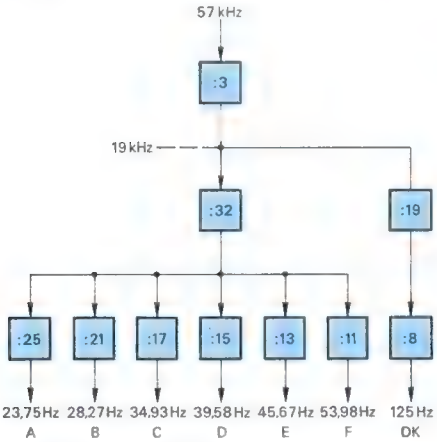

Bild 3. Ableitung der Bereichs-Kennfrequenzen aus 57 kHz durch ganzzahliges Teilen
1. Die Bereichsfrequenzen werden durch ganzzahlige Teilung aus den 57 kHz gewonnen, womit eine exakte Einhaltung dieser tiefen Frequenzen gegeben ist *(Bild 3)*.